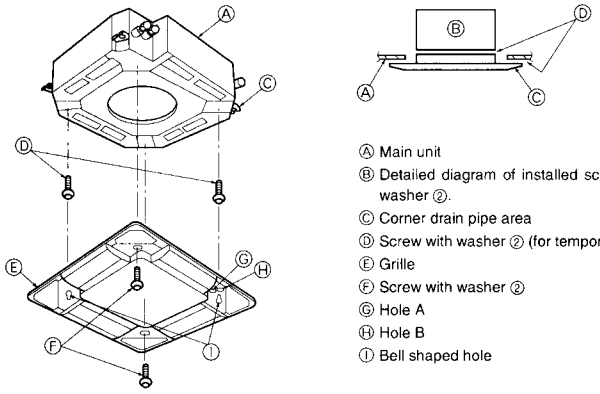

Fig. 10-6
10.4.2. Temporary installation of the grille (Fig. 10-6)